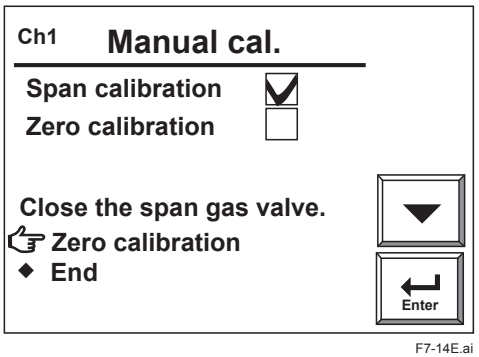

Figure 7.14 Zero calibration start display
10) When the graph trace stabilizes, touch the Enter key. The display changes to like Figure 7.14.
Even if span calibration is executed, the span calibration will not be completed normally if a check mark is not placed in the [Span calibration] box on the Zero calibration Start Display shown in Figure 7.14. Even if zero calibration is executed subsequently, the results will not be applied.